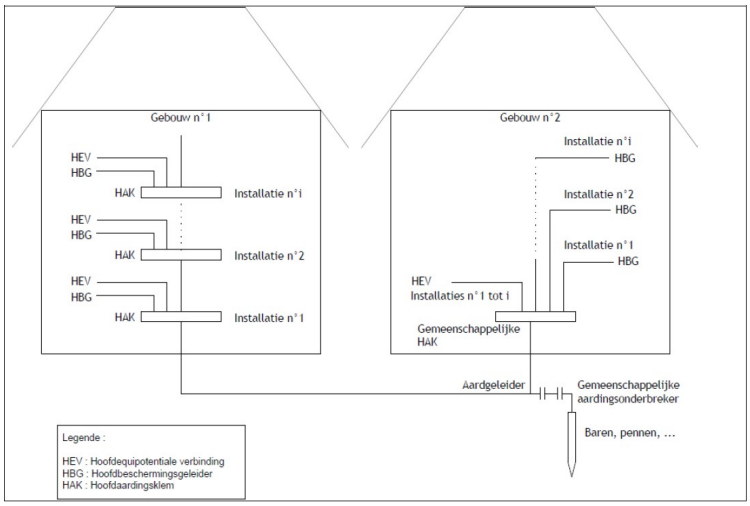

Figuur 6: gemeenschappelijke aardverbinding voor individuele wooneenheden in een vakantiedorp of camping met slechts 1 eigenaar.
- individuele wooneenheden in een vakantiedorp of camping met slechts 1 eigenaar (zie figuur 6)